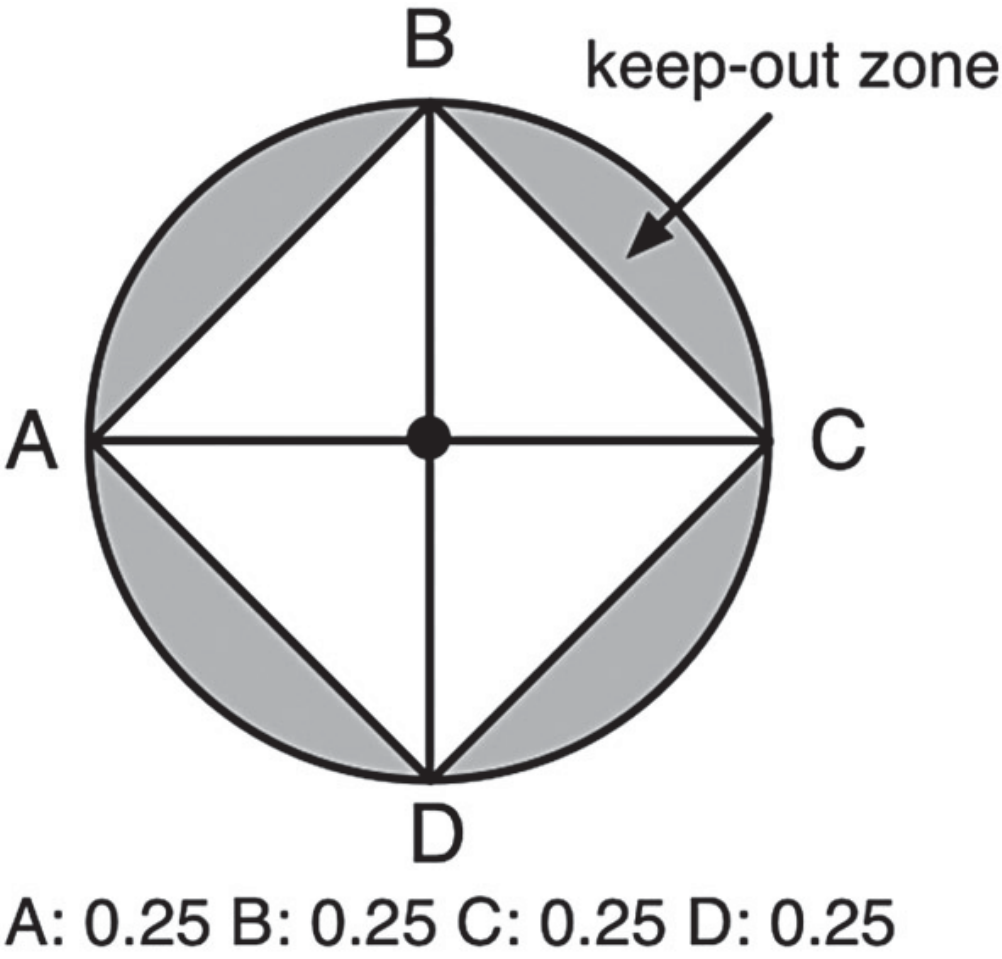

Figure 11.3: The vector joystick with diamond shaped active area and surrounding keep-out zone; with the joystick in
The heart of the original vector synths is a joystick that is used to mix the outputs of four sound sources labeled A, B, C, and D. The joystick operates over a "mixture plane" or "vector plane." The joystick axes are labeled A-C (x-axis) and B-D (y-axis), as shown in Figure 11.3. If you've used a joystick for surround mixing or an arcade game, you may have used one that rotates in a circle. The Prophet and Wavestation joysticks also move in a circle, but only the central diamond (a square turned on its side) is the active region of operation; the remaining area is a keep-out zone.
- the mix values for the four sources will always add up to 1.0; with the joystick in the center, the mix values are: A:0.25 B:0.25 C:0.25 D:0.25, as shown in Figure 11.3